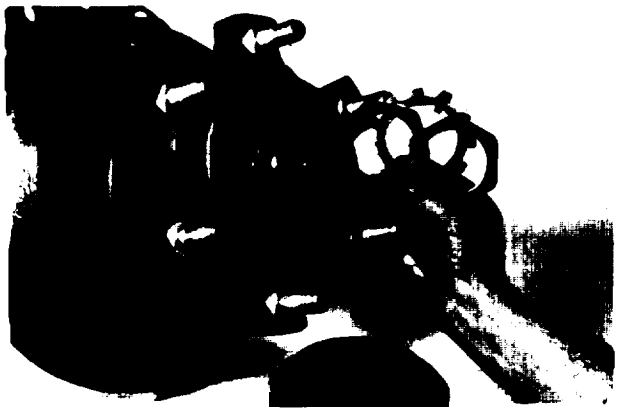

Figure 5-86. Removing Outer Bearing Nut
e. Remove hub cap and fasteners. Remove axle bearing nut, washers and spacer as shown in Figure 5-86.